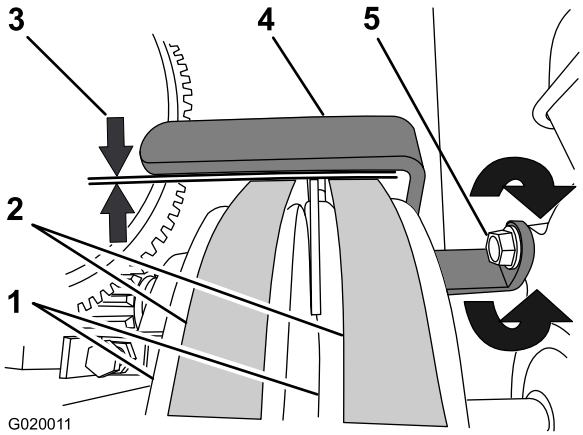

Figura 75
3. Compruebe que la holgura entre la guía de las correas y las correas es de 2.5 a 4.0 mm (3/32 a 5/32 pulgada); consulte Figura 75.
A. Afloje el perno que sujeta la guía de las correas al motor (Figura 75).
B. Mueva la guía de las correas hacia arriba o hacia abajo hasta que quede una holgura de 2.5 a 4.0 mm (3/32 a 5/32 pulgada) entre la guía y cada correa (Figura 75).
C. Apriete el perno que sujeta la guía de las correas al motor (Figura 75).